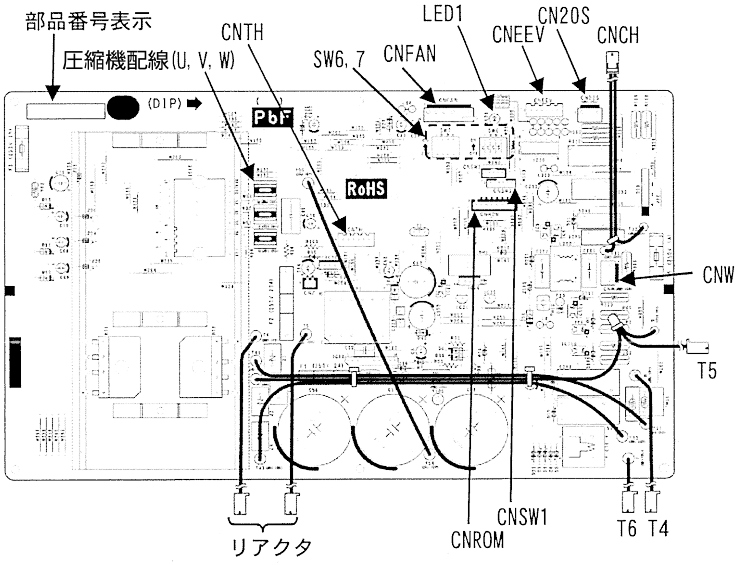

図2. 三相機部品配置図（部品面）
① 基板交換作業は電源を切って3分以上放置し、図2に示すコントロール基板部品面上のLED1（赤)が10秒以上消灯していることを確認してから実施してください。